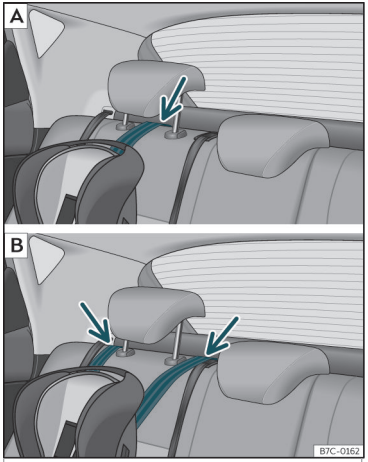

Fig. 26 Asientos traseros: ajuste y montaje en función del cinturón Top Tether.
- Coloque la correa por debajo del apoyacabezas del asiento posterior ››› **fig. 26** (en función de las instrucciones de la propia silla, levante o retire el apoyacabezas si fuera necesario).